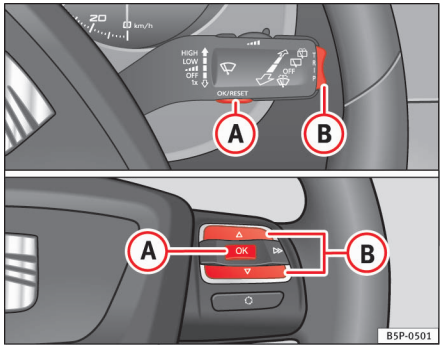

Fig. 38 Knapperne A og B. Betjeningselementer på rattet.
Når det er tid til service, vises der et **serviceforvarsel** i kilometertællerne. Der vises en skruenøgle og km med angivelse af, hvor mange kilometer der er til næste serviceeftersyn. Efter ca. 10 sek. skifter denne visning. Der vises et ur og antal dage til næste serviceeftersyn. I kombiinstrumentets display* vises følgende information: **SERV. IN... KM ODER... TAGEN** (service om xxx km eller xxx dage). Servicemeddelelsen slukker, ca. 20 sek. efter at tændingen er blevet tilsluttet, eller når motoren er blevet startet. Du kan også skifte til normal visning ved at trykke på triptællerens nulstillingsknap eller ved at trykke på kørecomputerens vippeknap ⇒ side 58, fig. 38 (B).
– For at skifte fra den ene hukommelse til den anden skal du trykke et kort øjeblik på knappen ⇒ fig. 38 (A) på betjeningsarmen til viskerne eller på knappen (A) på rattet⇒ fig. 38, mens tændingen er tilsluttet.